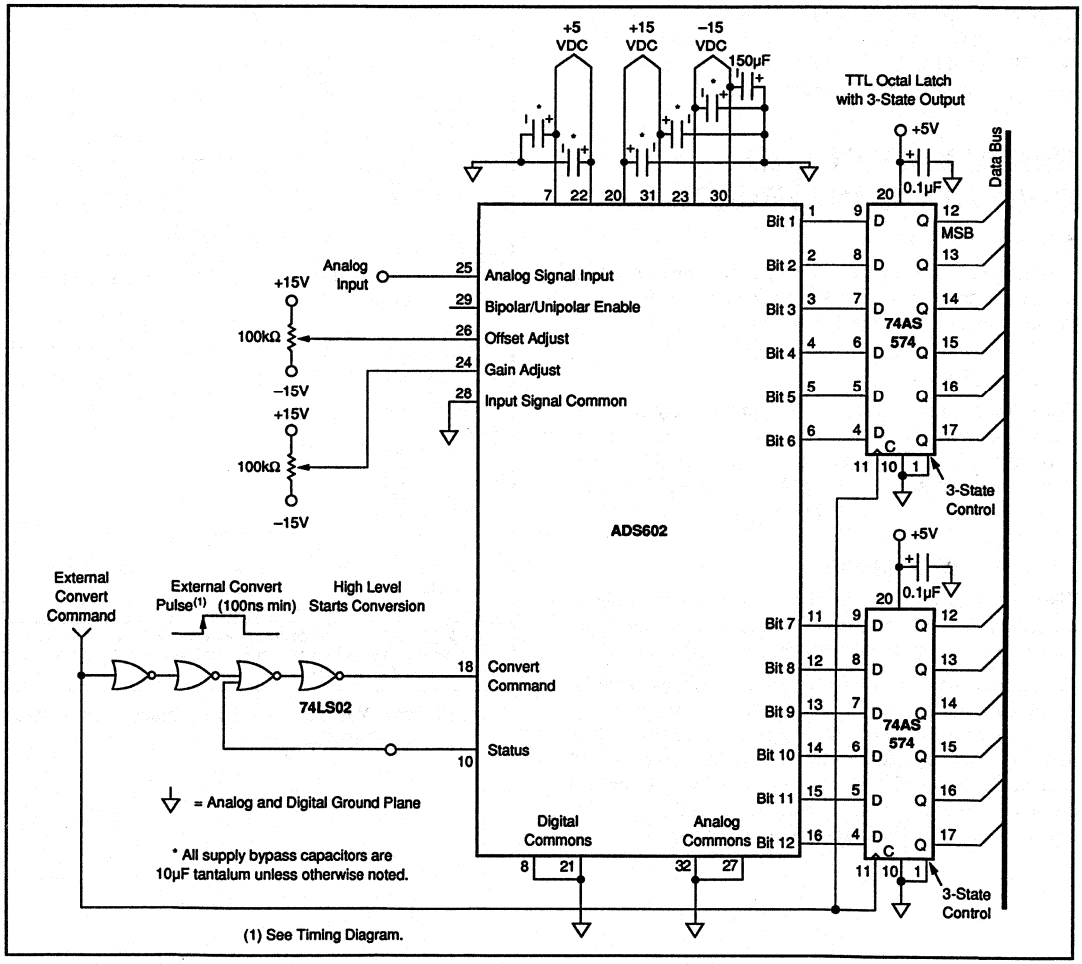

FIGURE 2. ADS602 Application Circuit.
The basic connection for the ADS602 is shown in Figure 2. It is shown connected for ±5V bipolar operation. For unipolar operation, pin 29 should be grounded.
The +15V and +5V power supply pins should be bypassed with a 10µF tantalum capacitor as shown in Figure 2. Pin 30 requires bypassing with a 150µF tantalum capacitor. These capacitors should be located close to the ADS602 supply pins. Ceramic 0.01µF bypass capacitors have been provided internally for more effective bypassing and need not be added externally.
Gain and offset errors may be trimmed to zero using external trim potentiometers as shown in Figure 2. Multiturn potentiometers with 100ppm/°C temperature coefficient are recommended for minimum drift. If the gain adjust or offset adjust pins are not used, they must be grounded to meet the specified accuracy.
2. The rising edge of the convert command pulse initiates a conversion. This convert command should remain high until the Status falls (i.e., the internal ADC is finished converting). A simple circuit that provides the correct convert command (pin 18) pulse length, is shown in Figure 2.
4. The data from conversion "N" can be latched directly by the convert command pulse "N + 1". This approach is illustrated in Figure 2. The falling edge of Status may be used to latch the data; however, Status must be delayed by t_{SD} (see Figure 3) plus the external latch (74AS574) setup time.